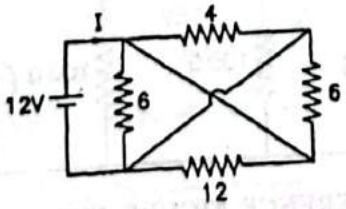

**FIG. 1.185 : REFERENCE FIGURE FOR PROBLEM NO. 8**
8. Find the circuit resistance as seen by the battery of Fig. 1.185. What is the current supplied by the battery ? **[1.5 Ω, 8 A]**